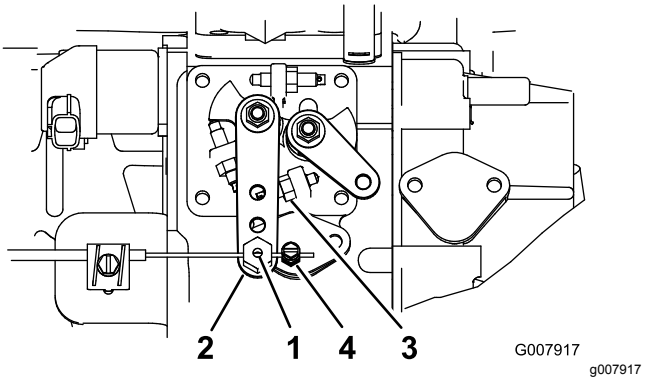

Figuur 50
2. Maak de klem van de gaskabel op de gaskabel los. Deze zit naast de hefboom van de injectiepomp (Figuur 50).
3. Houd de hefboom van de injectiepomp tegen de regelschroef voor het hoog stationair toerental (Figuur 50).